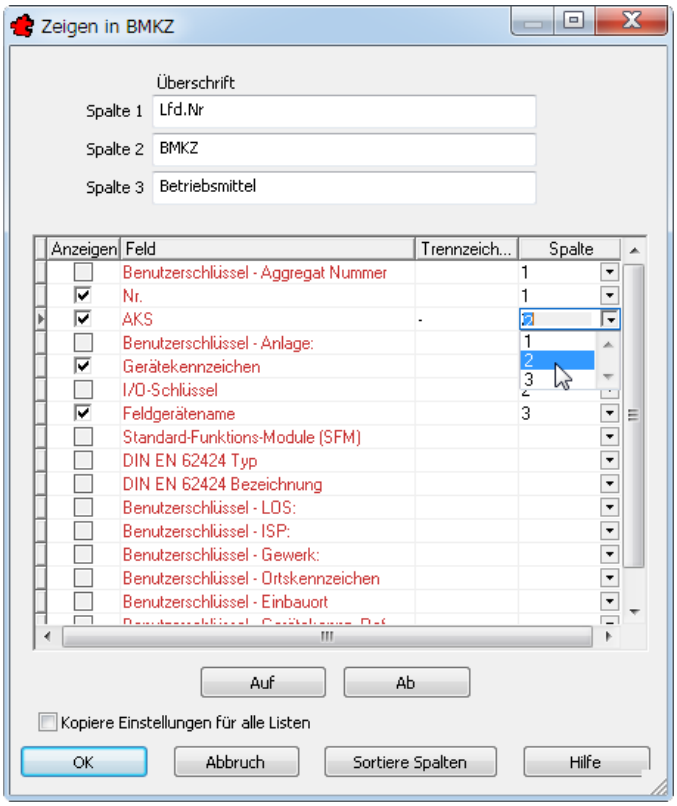

Bild 22.20 – Die Konfiguration der ersten drei Spalten
- Klicken Sie auf die Schaltfläche *Konfigurieren Spalte 1-3*. Das Dialogfeld *Zeigen in BMKZ* erscheint (Abb. 22.20).